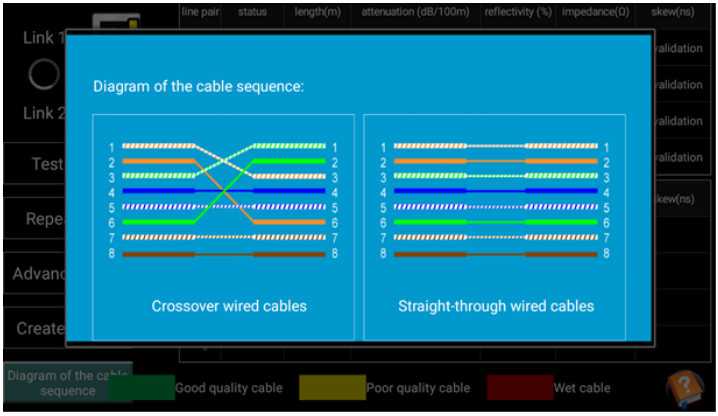

Рис. 151 Типы обжимки кабеля «витой пары»
2) «Типы обжимки кабеля» (Diagram of the cable sequence) показывает два варианта обжимки кабеля «прямой» и «кроссовый» в виде схемы последовательности жил в кабеле, рис. 151